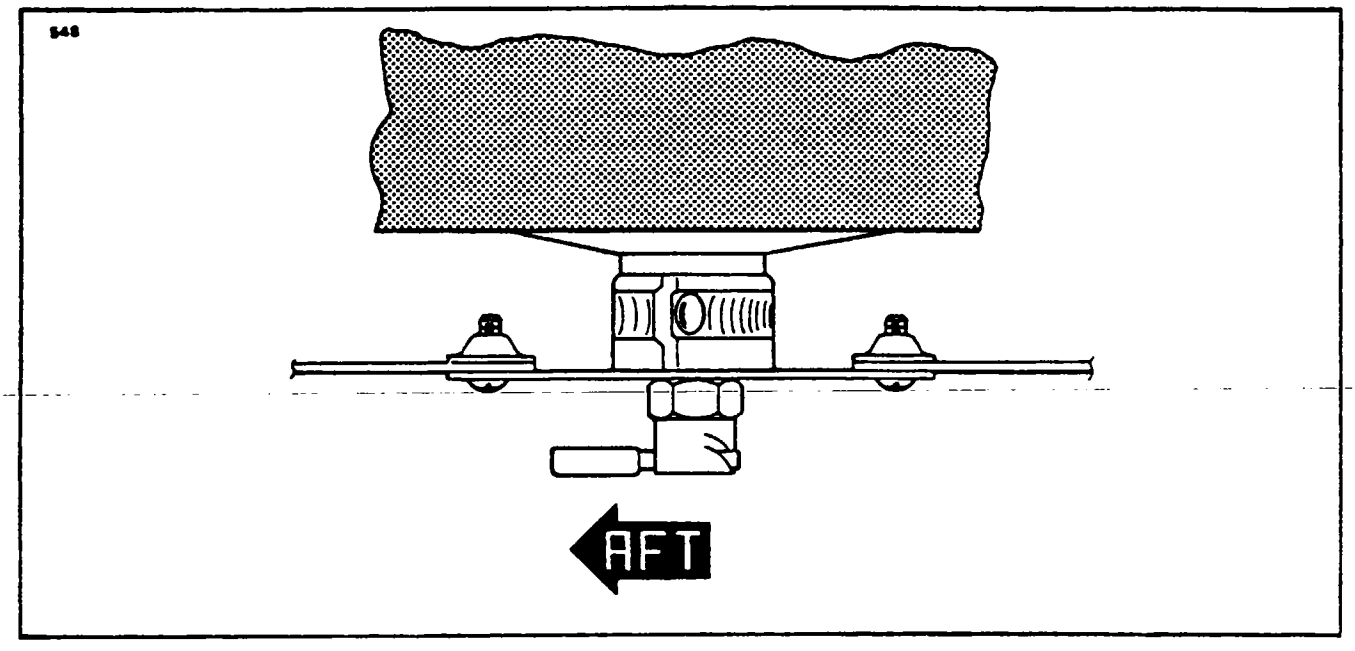

Figure 9-6. Fuel Valve Drain Plate
h. Connect the fuel drain plate by inserting the threaded end of a bolt or rod (not under three inches long) up through the plate and nipple fitting of the fuel cell. (Refer to Figure 9-6.) Reach through the fuel cell opening and install a 2 or 2-1/2 inch diameter washer on the bolt or rod and secure with a nut. Pull the nipple down through the opening in the wing panel enough to clamp the nipple fitting to the plate.